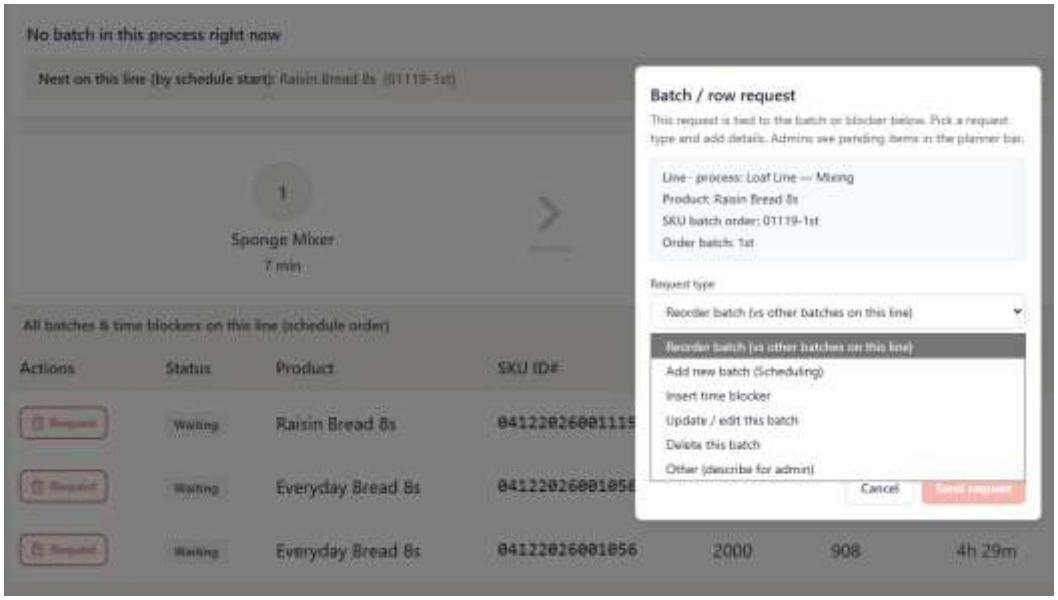

Figure 58: Request on Schedule Record Dialog
Step 1b: Upon clicking Request button on a certain Schedule Record/Row under the Actions Column of Schedule Table, it will show a dialog containing a dropdown for type of Request for the selected Schedule row & a huge text field that the Supervisor can use to chat in details the Request regarding Process Line he is supervising as seen in Figure 58. Sending the request will add that request in the My Request list found in the right-hand side of the Live View Page, having a chevron or arrow icon